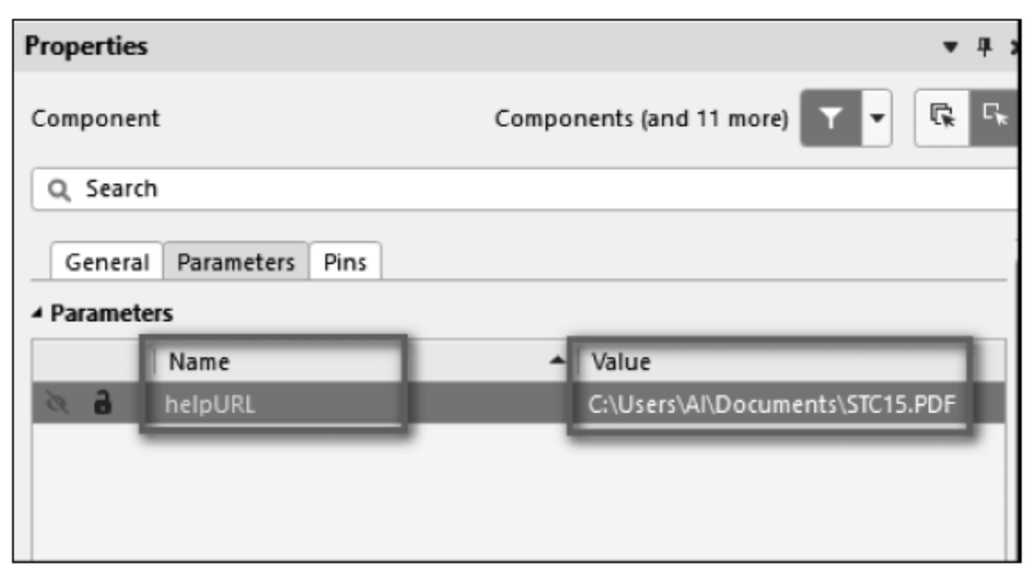

图 1-97　设置参数
(3) 在对话框 Name 栏中输入关键字小写的 help 大写的 URL,然后在 Value 栏中把需要关联的文件存在的绝对位置以及文件名和文件扩展名输入其中,如图 1-97 所示。